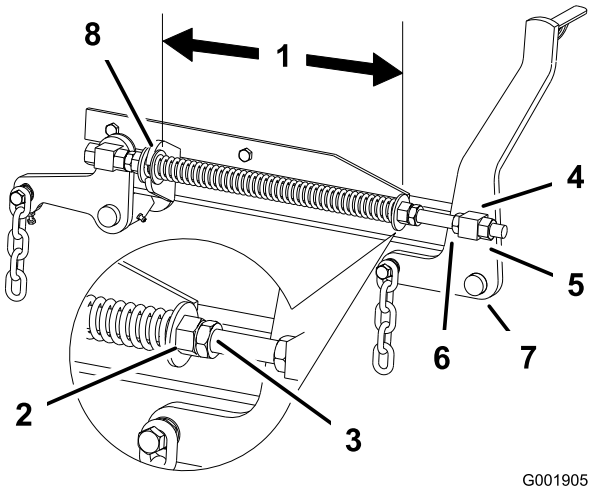

Figur 80
2. Kontroller afstanden mellem de to store skiver. Den skal være 29,2 cm (Figur 80).
3. Juster denne afstand ved at løsne fjederkontramøtrikken og dreje møtrikken foran hver fjeder (Figur 80). Når møtrikken drejes med uret, forkortes fjederen. Drejes den mod uret, bliver fjederen længere.
4. Lås møtrikken på plads ved at spænde fjederkontramøtrikken (Figur 80).